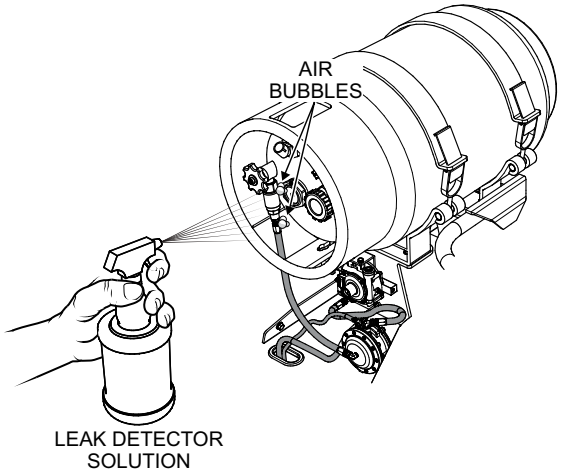

Figure 38. Leak Detection
1. Apply an approved leak detector (Figure 38) solution, obtained from a trained and qualified propane distributer, or a thick non-ammonia soapy water solution (1:1 mixture of 1 part non-ammonia soap and 1 part of water).